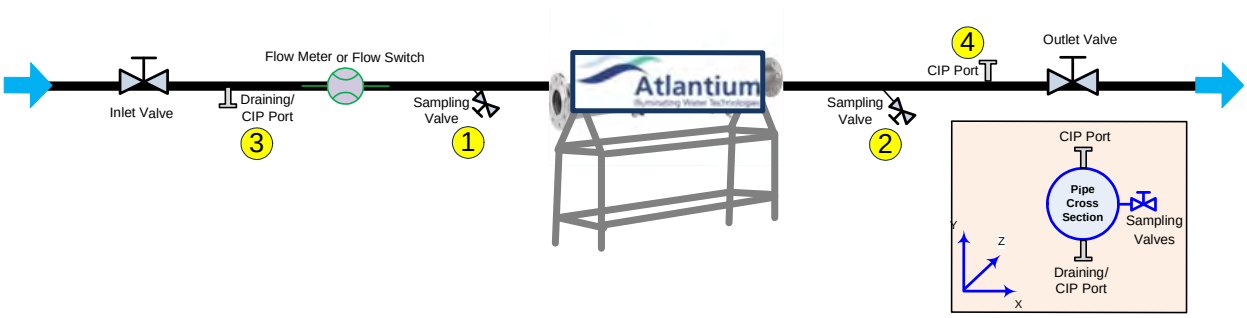

Figure 5-6: CIP Ports and Sampling Valves Orientation
Step 1. On the Inlet side, install the **Long welding ferrule** or **threaded male adapter (1).**
- Position aseptic sampling valves **(1 & 2** in **Figure 5-6, on page 53) horizontally** (90^0) on the pipe center, within 50cm of the Unit.
- Weld the 1 inch **ferrule (1)** clamp fitting at a horizontal orientation (3 or 9 o'clock).